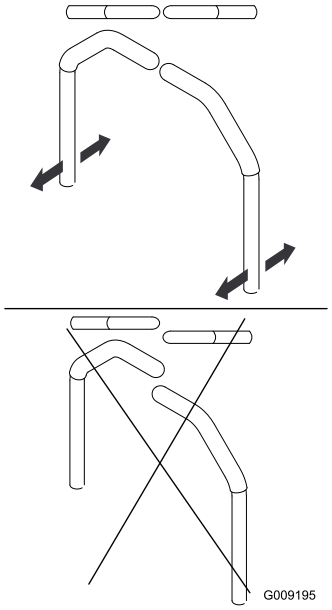

Figura 77
4. Ajuste la posición delante/detrás de las palancas acercándolas a la posición de punto muerto y deslizándolas hasta que queden alineadas, y luego apriete los pernos (Figura 77).